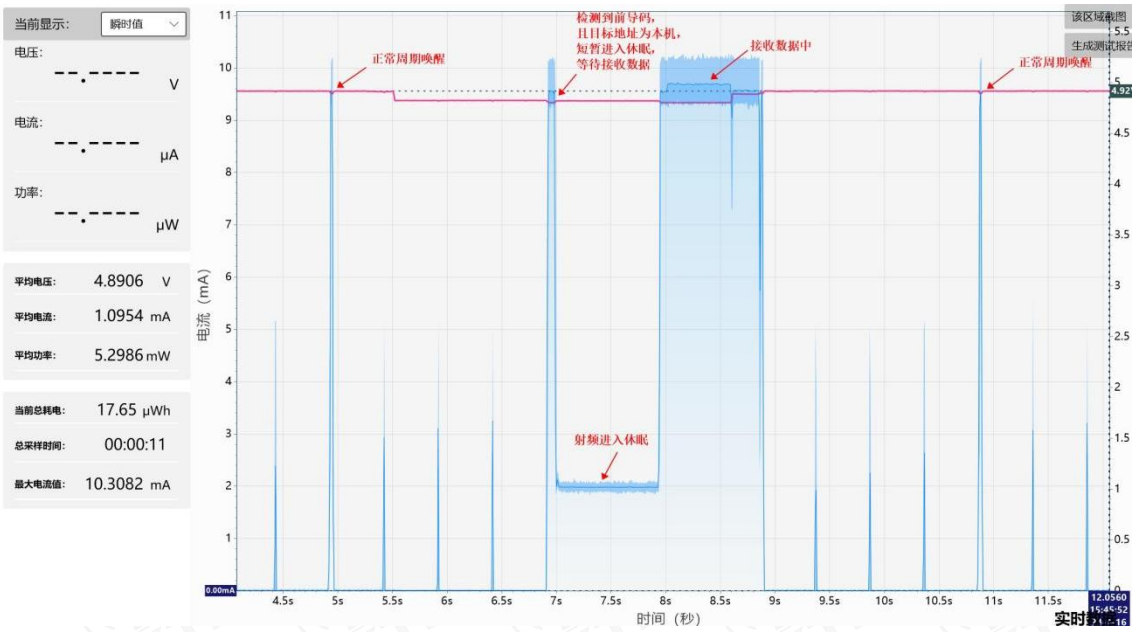
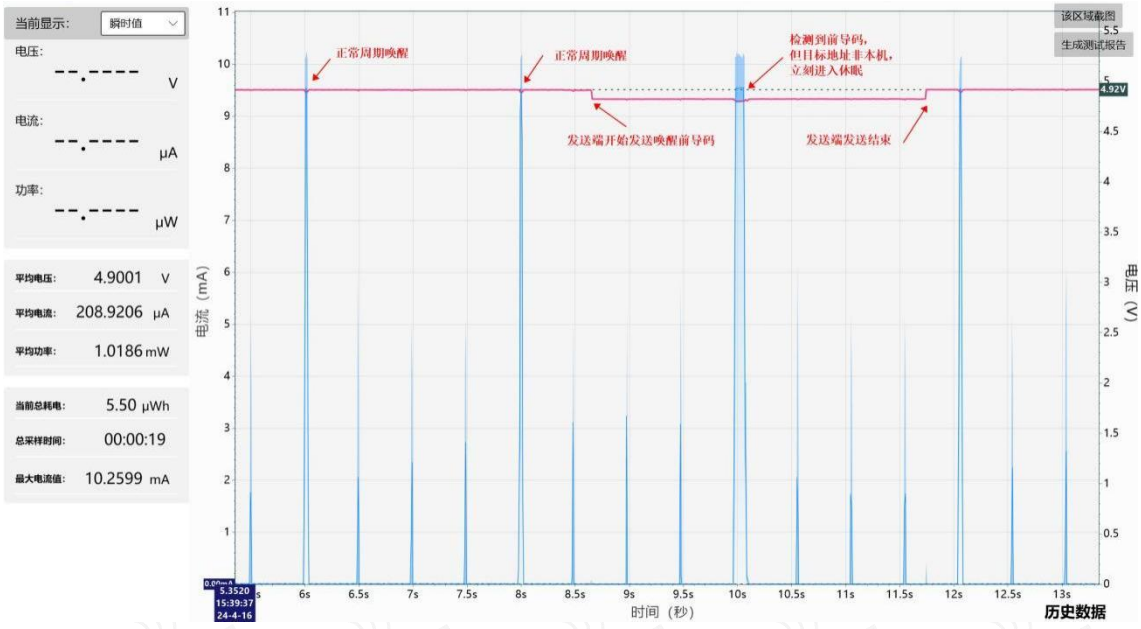

图 1 目标设备电流消耗图
图 2 非目标设备电流消耗图
- EWM290-xxxRxxx 支持单点唤醒功能，能单独唤醒某一模块，而不会唤醒所有模块。接收设备当为目标设备时其电流消耗图如下图 1 所示，其余非目标设置则会重新进入休眠状态如图 2 所示。